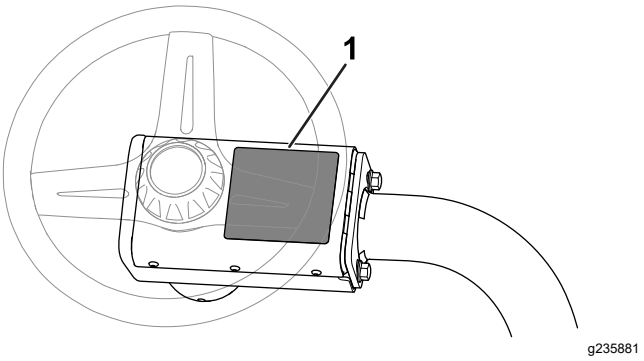

Figura 6
- **Pegatina de advertencia CE**: Aplique la pegatina de advertencia CE (Pieza Nº 139-8321) sobre la pegatina de advertencia existente (Pieza Nº 139-8320) en el embellecedor del volante; consulte la Figura 6.